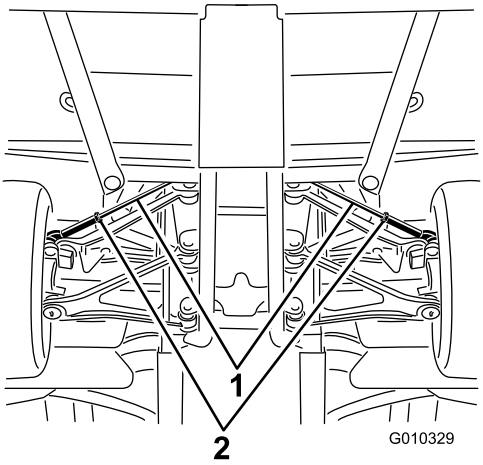

Figur 59
A. Løsne låsemutteren midt på parallellstaget (Figur 59).